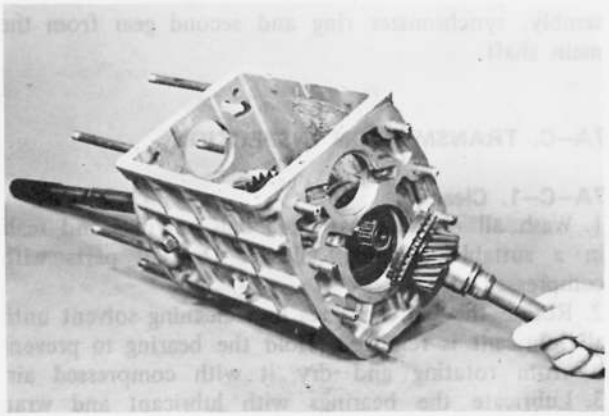

Fig. 7A–34 Removing main drive shaft
38. Take out the main shaft and gears assembly from the case, as shown in Fig. 7A–35.